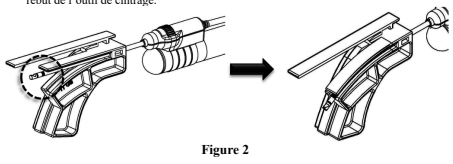

Figure 2
6. S'assurer que la plus large des deux bandes noires de la canule s'étend au-delà de l'extrémité de l'anneau de cintrage avant le cintrage (***Figure 2***). Si cette bande ne s'étend pas au-delà de l'extrémité de l'anneau, la pièce à main risque de ne pas fonctionner correctement une fois cintrée.
REMARQUE : L'embout de la canule pour les pièces à main de 15 Ga x 10 cm et de 13 Ga x 10 cm ne dépassera pas l'anneau de cintrage, comme l'illustre la ***Figure 2***. Pour ces pièces à main, il suffit de les insérer totalement (au maximum) dans l'outil de cintrage avant le cintrage.